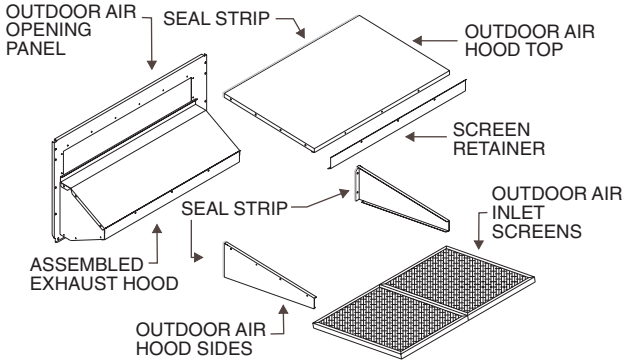
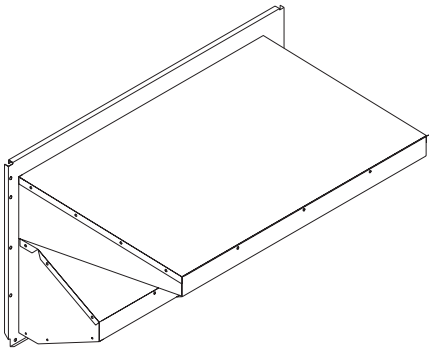

**Fig. 31 — Outdoor Air Hood Assembly**
**Fig. 32 — Completed Hood Assembly**
4. Install the 3 mm x 22 mm ($^1/_8$ x $^7/_8$-in. seal strip on the outdoor air hood top and side panels. Assemble the outdoor air hood to the outdoor air opening panel as shown in Fig. 31, using the screws provided. *Do not attach completed hood (Fig. 32) assembly to the unit at this time.*